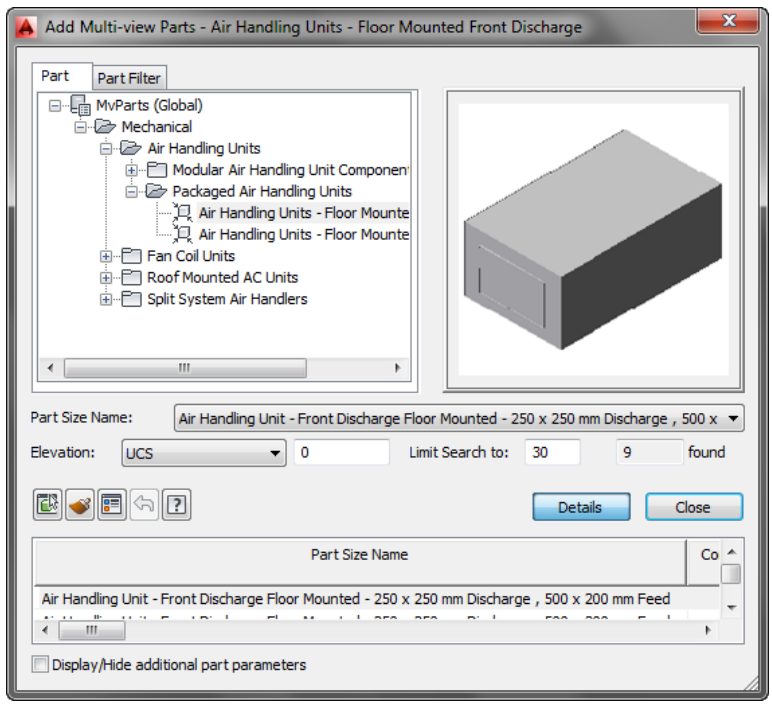

Figure 4-27 *The* ***Add Multi-view Parts*** *dialog box*
1. Choose the **Air Handler** tool from the **Equipment** drop-down in **Build** panel of the **Home** tab in the **Ribbon**; the **Add Multi-view Parts** dialog box is displayed, as shown in Figure 4-27.